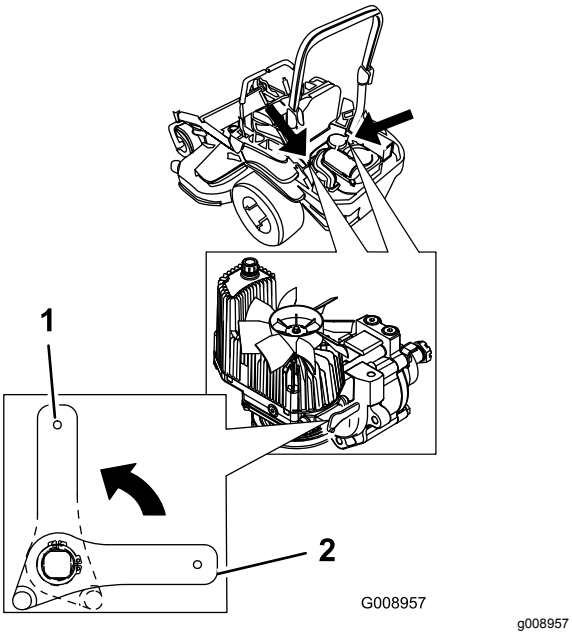

Figura 37
2. Gire las palancas de las válvulas de liberación a la posición vertical para empujar la máquina. Esto permite que el fluido hidráulico se desvíe alrededor de la bomba, dejando que las ruedas giren (Figura 37).
4. Gire las palancas de las válvulas de desvío a la posición horizontal para conducir la máquina (Figura 37).